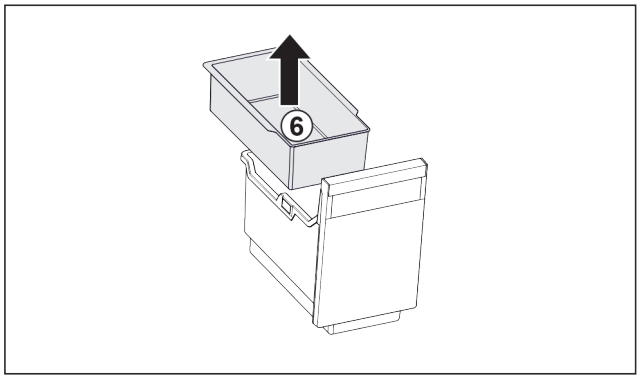

Fig. 140
▶ Inhangschaal *Fig. 140 (6)* verwijderen.